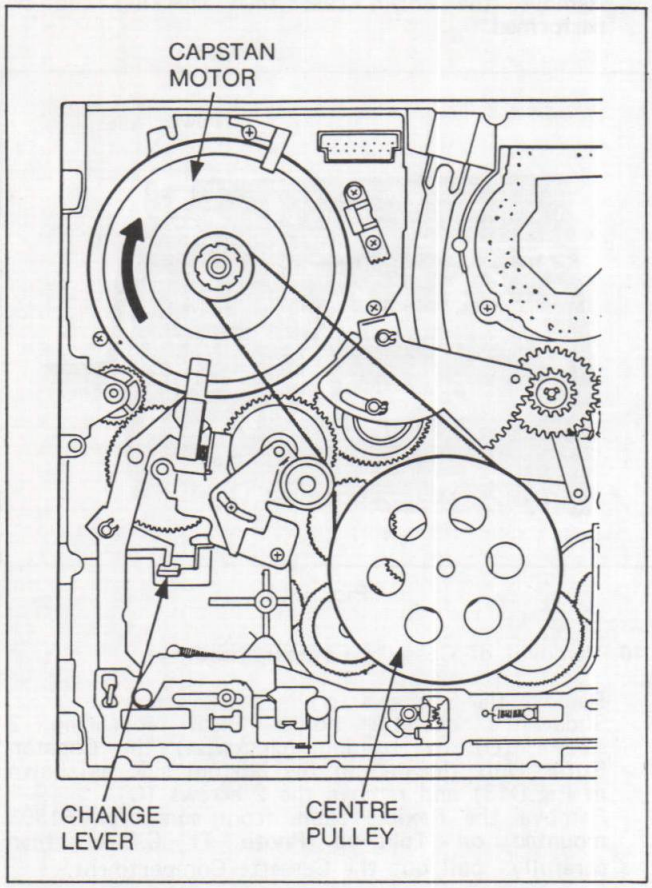

Fig. D13
Slide the cassette holder until appearing 2 screws (O) by turning (clockwise) the Capstan Rotor Unit (located in the bottom side as shown in Fig.D13) and remove the 2 screws (O).